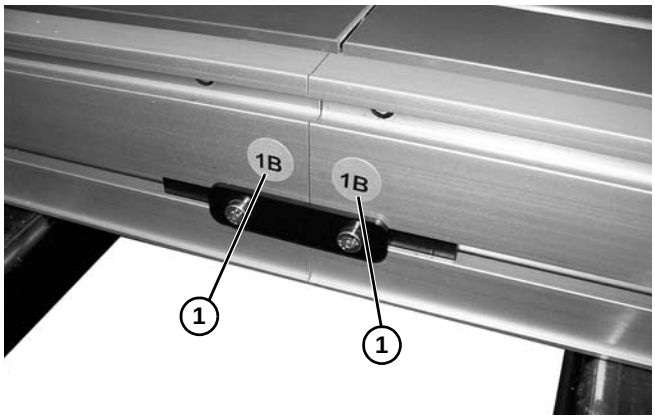

Figure 4
1. Locate and arrange conveyor sections **(Figure 4, item 1)** by section labels.